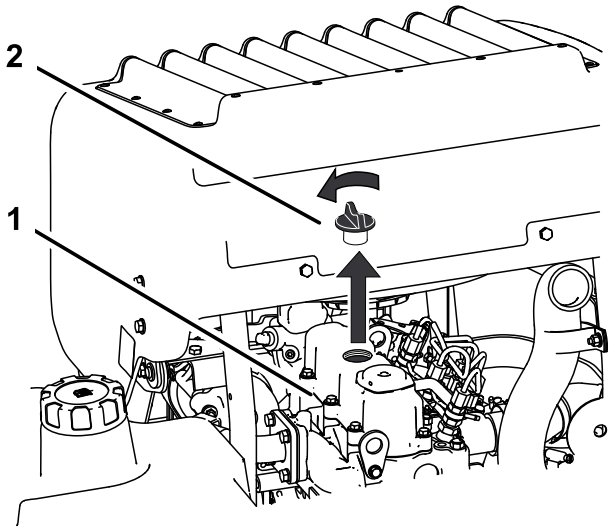

Figura 36
6. Retire el tapón de llenado de aceite de la parte superior del motor (Figura 36). Esto facilitará el vaciado del aceite.
2. Retire el tapón de llenado y la varilla (Figura 36).